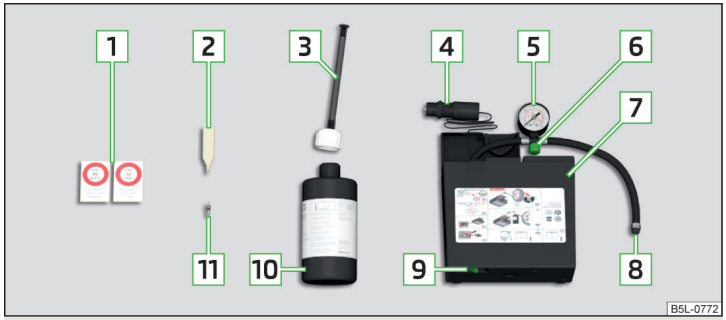

Fig. 154 **Descrizione del kit per riparazioni**
- Posizionare l'avvitatore/svitatore per inserti valvola 2 » fig. 154 *a pag. 144* sull'inserto valvola, in modo che questo si adatti all'intaglio dell'avvitatore/svitatore.
- Agitare vigorosamente per qualche volta la bombola 10 » fig. 154 *a pag. 144*.
› Avvitare saldamente sulla valvola il tubo flessibile di gonfiaggio del pneumatico 8 » fig. 154 *a pag. 144*.
› Incollare l'etichetta corrispondente 1 » fig. 154 *a pag. 144* sulla plancia, nel campo visivo del conducente.